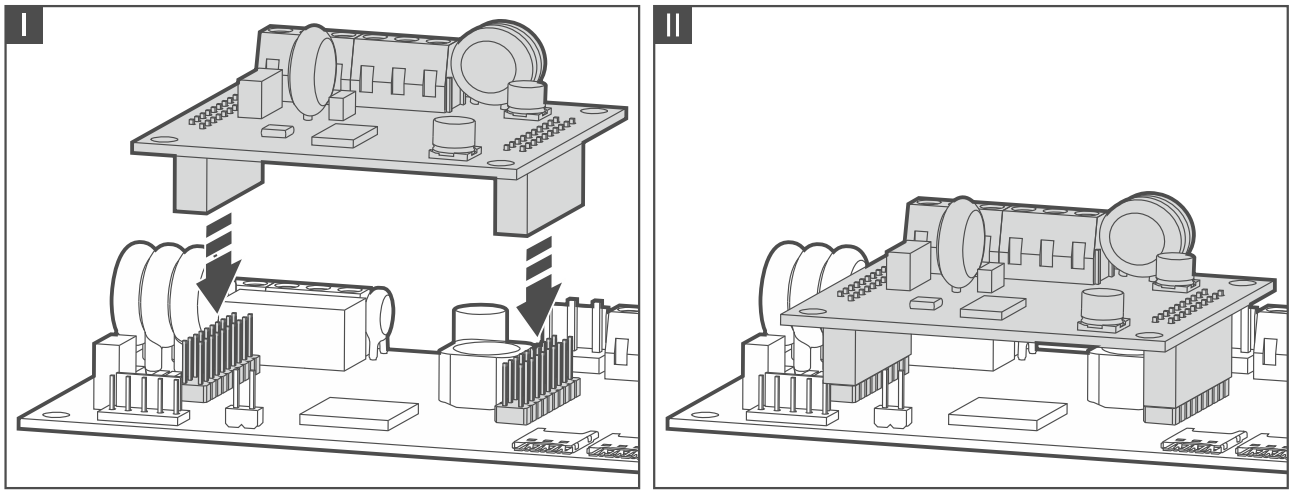

Rys. 21. Mocowanie modułu GSM-X-PSTN na płytce elektroniki modułu GSM-X LTE.
3. Zamocuj moduł GSM-X-PSTN w złączach na płytce elektroniki modułu GSM-X LTE (rys. 21).